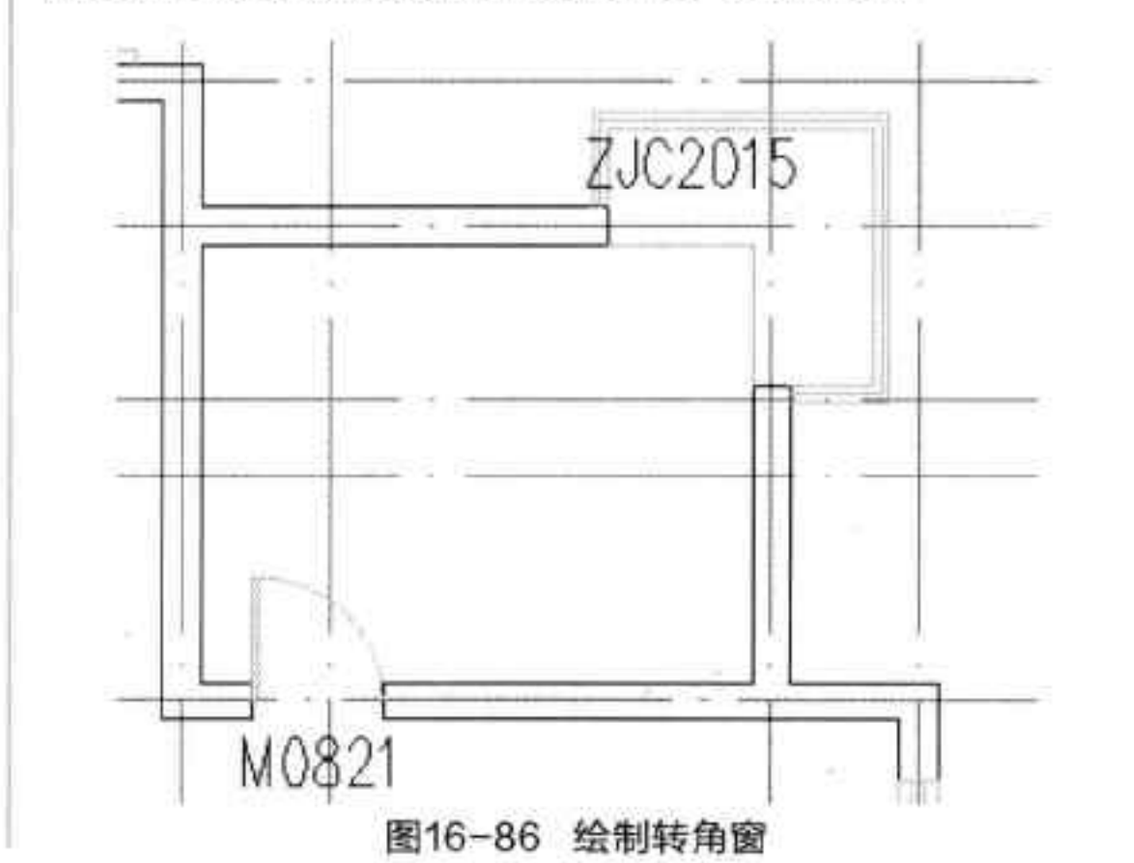

图16-86 绘制转角窗
Step 22 输入好后，按回车键，即可完成该转角窗图块的绘制操作，如图 16-86 所示。